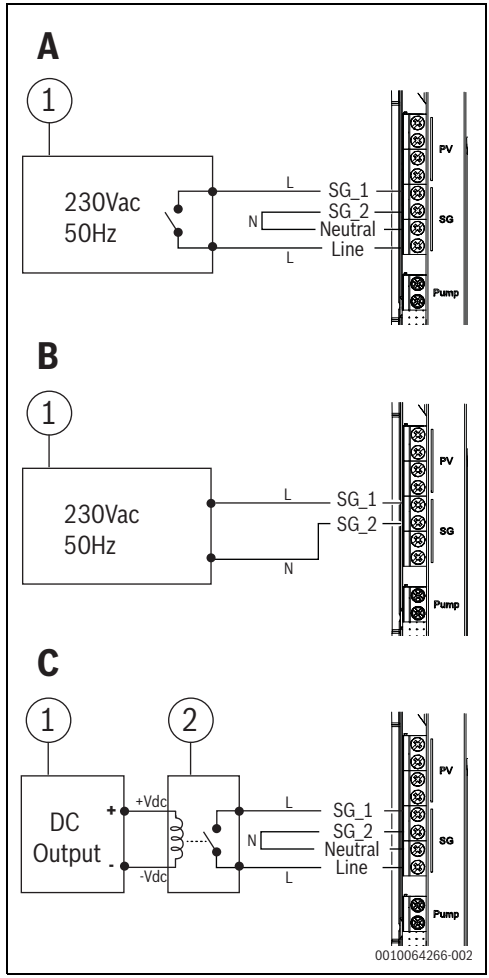

Bild 36 SG/Off-Peak-Anschlussarten
- Anschlüsse entsprechend der für die Installation vorgeschriebenen Anschlussart herstellen (→ Abb. 36).
Zur Herstellung dieses Anschlusses die in Bild 36 dargestellte Konfiguration [A] befolgen und die folgenden Schritte durchführen:
- ▶ Den in Bild 36 als "SG_1" bezeichneten Anschluss mit einer der Anschlussklemmen des potentialfreien Kontakts an dem Gerät verbinden, das für das Management der SG-Funktion zuständig ist.
- ▶ Den in Bild 36 als "Line" bezeichneten Anschluss mit der anderen Anschlussklemme des potentialfreien Kontakts an dem Gerät verbinden, das für das Management der SG-Funktion zuständig ist.
- ▶ Die in Bild 36 als "SG_2" und "Neutral" bezeichneten Anschlüsse verbinden.
Zur Herstellung dieses Anschlusses die in Bild 36 dargestellte Konfiguration [B] befolgen und die folgenden Schritte durchführen:
- ▶ Den in Bild 36 als "SG_1" bezeichneten Anschluss mit einer der Anschlussklemmen des Geräts verbinden, das für das Management der SG-Funktion zuständig ist.
Zur Herstellung dieses Anschlusses die in Bild 36 dargestellte Konfiguration [C] befolgen und die folgenden Schritte durchführen:
- ▶ Den in Bild 36 als "SG_1" bezeichneten Anschluss mit einer der AC-Anschlussklemmen am DC/AC-Wandler verbinden.
- ▶ Den in Bild 36 als "Line" bezeichneten Anschluss mit einer anderen der AC-Anschlussklemmen am DC/AC-Wandler verbinden.